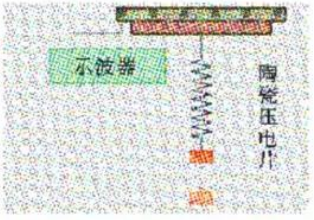

图 5-29
1. 某同学想把弹簧振子的振动位移的变化情况直观地表现出来。他做了一个实验，实验装置如图 5-29 所示。在陶瓷压电片下挂一个弹簧振子，陶瓷压电片的两极引线与示波器 Y 输入端相连。让弹簧振子振动起来，选择适当的 X 扫描频率，他会观察到什么现象？分析形成这种现象的原因。